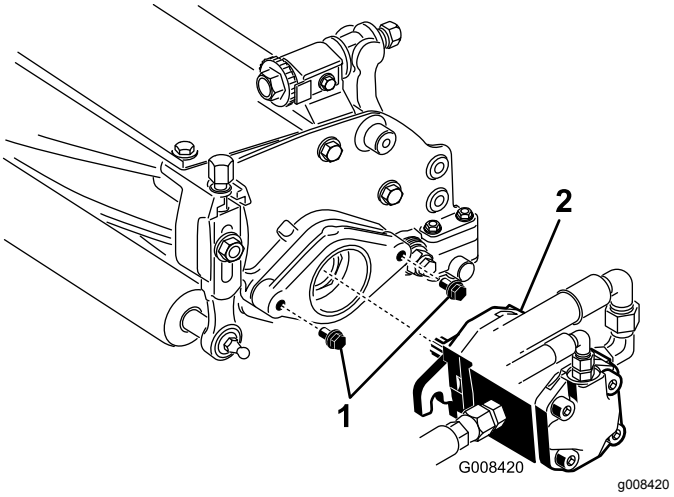

Figuur 11
7. Laat ongeveer 13 mm draad uitsteken op de montagebouten van de aandrijfmotoren (Figuur 11).
8. Breng een laagje schoon smeervet aan op de sleufas van de motor en monteer de motor door de motor rechtsom te draaien, totdat de motorflenzen de tapeinden niet meer raken. Draai de motor linksom totdat de flenzen om de steunbouten zitten (Figuur 11).
9. Draai de montagebouten vast (Figuur 11).